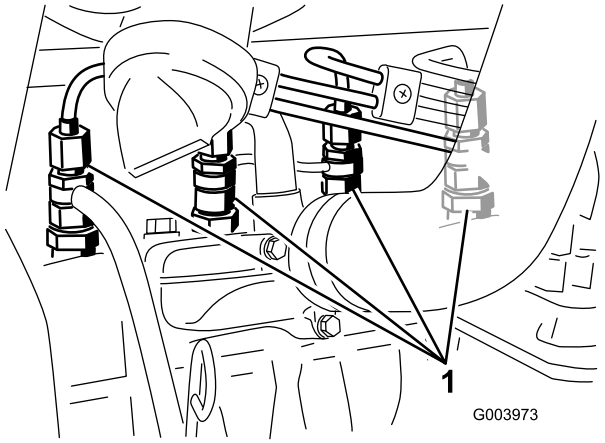

**Figur 49**
1. Løsn rørforbindelsen til dyse nr. 1 og holdersamlingen (Figur 49).